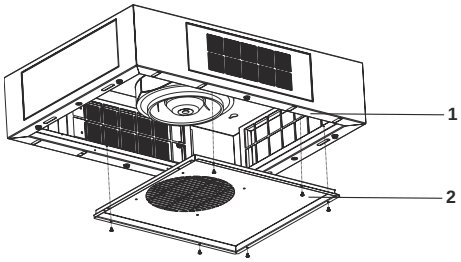

Fig. 15
5. Montera fast locket på motorkabinettet med de medföljande skruvarna (Fig. 15).